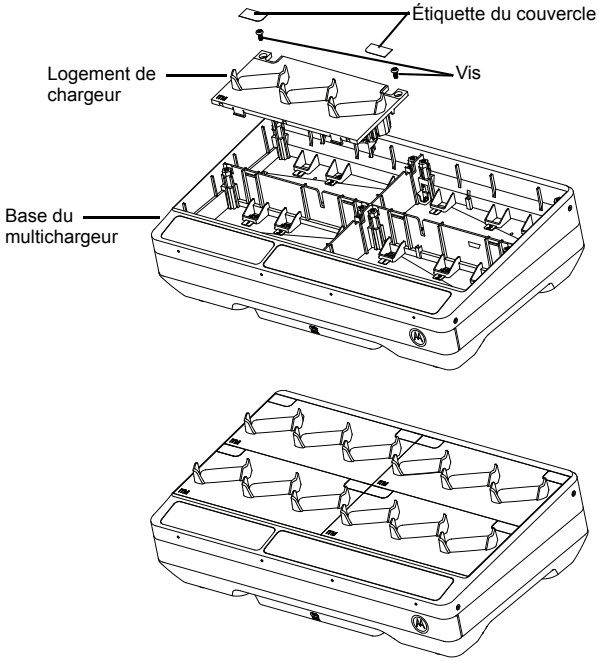

Figure 8 : Installation et retrait d'un logement de charge.
4. Retirez le faisceau du logement en tirant tout droit sur le connecteur (voir la Figure 8).